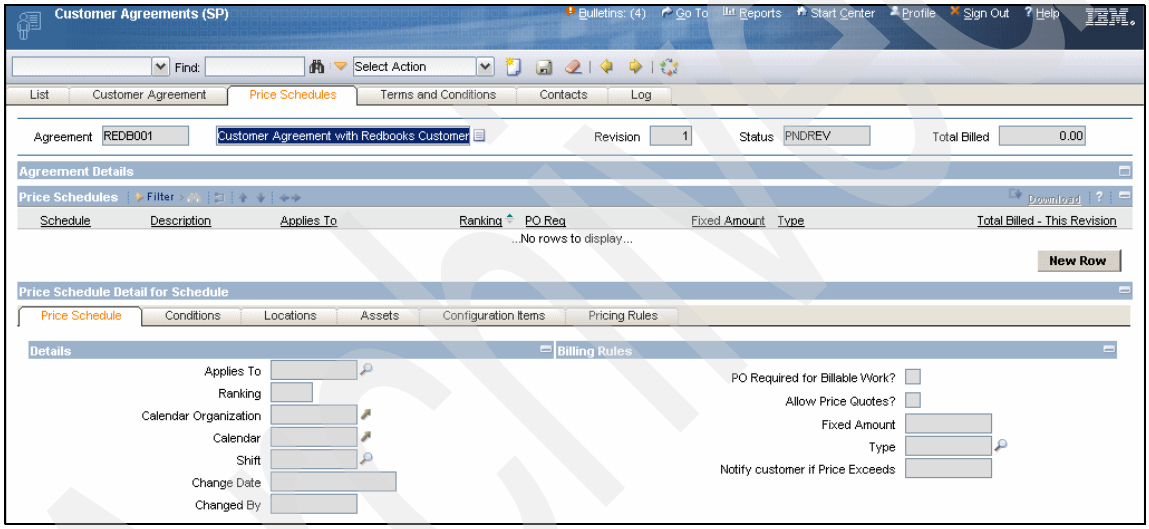

Figure 12-12 Price Schedules Tab
6. Click the **Price Schedules** tab, shown in Figure 12-12.